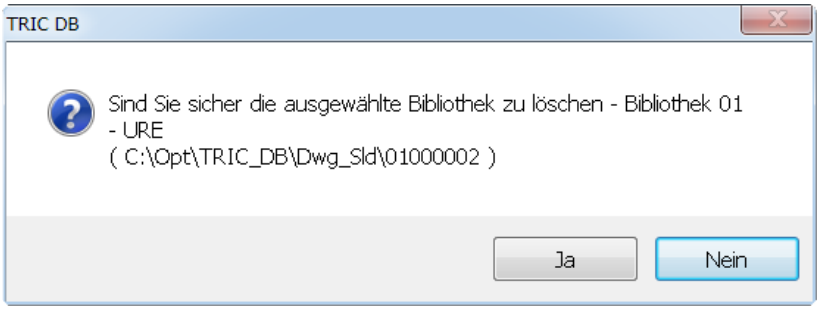

Bild 27.26 – Sicherheitsabfrage vor dem Löschen einer Bibliothek
- Hierauf erfolgt die Sicherheitsabfrage nach Abb. 27.26.